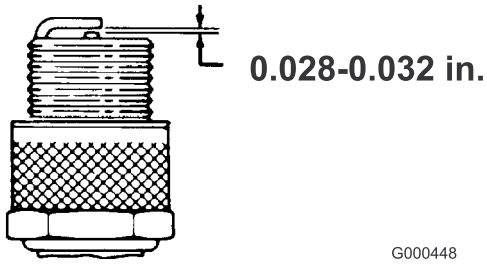

Figur 24
3. Indstil luftmellemrummet til 0,07 til 0,08 cm (Figur 24).